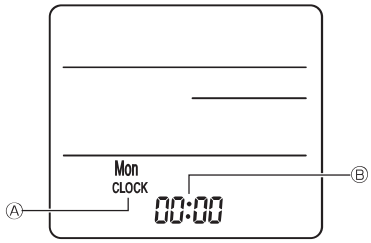

Fig. 7-8
3) Indstilling (indstilling af ur) (Fig. 7-8)
① Sæt batterier i, eller tryk på ● CLOCK-knappen med en spids genstand.